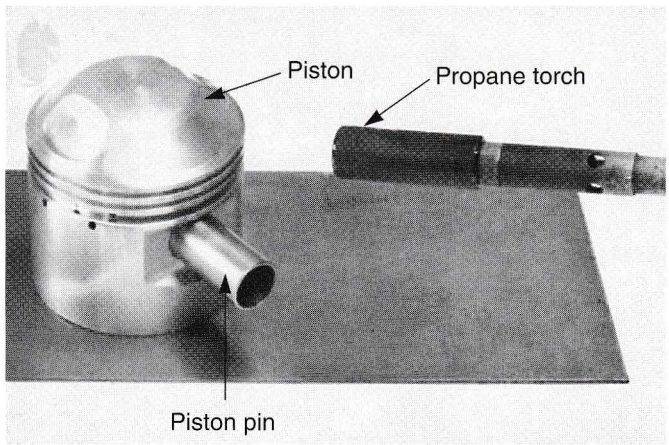

Figure 20-61. A propane torch can be used to warm the piston so the pin will move freely into place. Be careful not to overheat the piston.
4. Install the pin through one side of the piston before placing it over the connecting rod. Most piston pins are slip fit into the pin boss. If the pin does not slip freely into place, it may be necessary to heat the piston for installation, **Figure 20-61.**